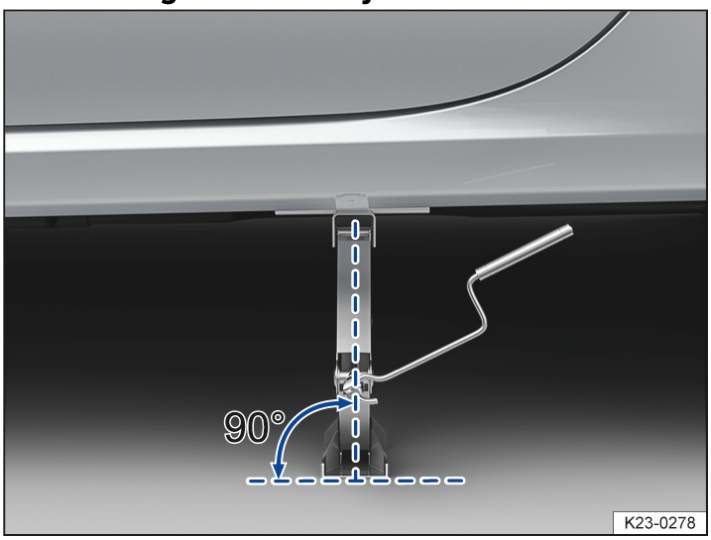
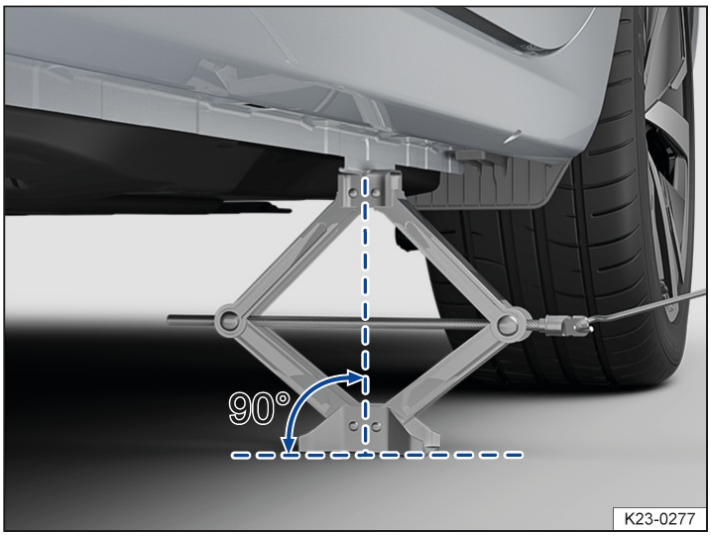

Fig. 2 Correct jack setup.
Fig. 3 On the left side of the vehicle at the rear: jack in position.
4. Make sure the entire base of the jack is seated securely on the ground and that the base of the jack is located exactly directly below the lift point → *fig. 2* and → *fig. 3*.
5. Straighten the jack and continue cranking the claw on the top of the jack upward until the claw is positioned on the jacking point under the vehicle → *fig. 3*.
- Only place the vehicle jack at the lift points described. The bracket on the vehicle jack must firmly grip the sill → *fig. 3*.